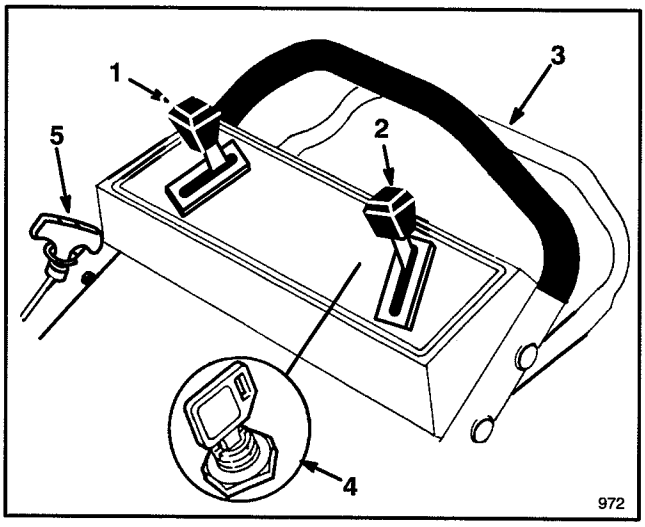

Figure 11
CONTROLS—Key switch (electric start model), throttle, ground speed control, self-propelled control bar and fingertip starter are on upper handle (Fig. 11).
3. KEY-LECTRIC STARTING—Turn key to (START) and release when engine begins running. When engine starts, remove throttle from (CHOKE) and regulate engine speed as desired. If the battery's charge is too weak to start the engine, the engine can be started with the recoil starter (Fig. 11).